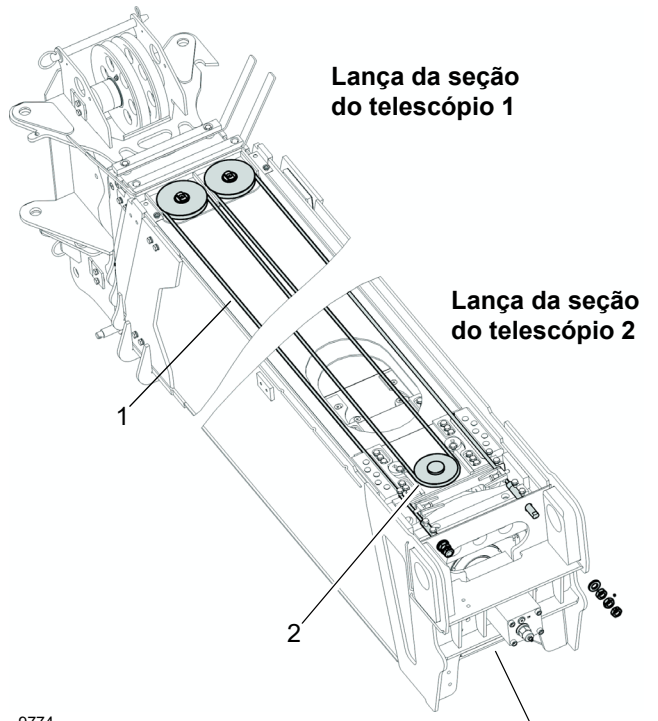

FIGURA 4-23
29. Estire o cabo de sincronização com diâmetro de 3/8 (1, Figura 4-23) para fora, junte as extremidades roscadas novamente para formar um laço e encontre o centro do comprimento do cabo. Deslize esse laço intermediário da parte frontal para a traseira através da fenda de fixação do cabo na parte superior da base da lança da seção do Telescópio 2. Deslize a polia retentora (2) para sua fenda, da parte traseira para a dianteira, para que a porção elevada da polia deslize na fenda da placa de fixação do cabo. Puxe esse laço do cabo para frente para travar o cabo de sincronização (1) na lança da seção do Telescópio 2. Coloque o conjunto da caixa de polias (42, Figura 4-12) na parte superior frontal da lança da seção do Telescópio 2 com sua barra superior voltada para cima e para a frente. Passe as duas extremidades roscadas do cabo em direção à traseira da lança para formar dois laços, esquerdo e direito, na frente da lança. Deslize os laços esquerdo e direito para os lados esquerdo e direito do conjunto da caixa de polias.
30. Instale rolamentos (44) nas polias (45), aplique graxa de chassi com pincel, instale os pinos com extremidades achatadas (43) nas polias com as graxeiras voltadas para a traseira da lança e deslize os pinos (com as polias) para dentro das fendas na frente do conjunto da caixa de polias. Puxe as extremidades roscadas dos cabos em direção à base da lança e passe sobre a base da lança.
11. Instale a placa de desgaste (47, Figura 4-12) na parte superior do conjunto de fixação dos cabos de extensão 2/3/4 (18) usando parafusos (48), em seguida, instale o conjunto de fixação dos cabos de extensão 2/3/4 nas fendas na base, na parte superior da lança da seção do Telescópio 1 enquanto guia os cabos de extensão 2/3/4 ao conjunto de fixação. Instale espaçadores (19), porcas (21), porcas sextavadas (20) e parafusos de trava (49) nas extremidades roscadas dos cabos de extensão 2/3/4. Trave o conjunto de fixação do cabo (18) no lugar com parafusos (17) pelas placas laterais superiores traseiras da lança da seção do Telescópio 1. Aperte as porcas (21), as porcas sextavadas (20) e os parafusos de trava (49) de acordo com "Retenção do cabo" na página 4-34. Assegure que os cabos de sincronização (1, Figura 4-23) estejam rosqueados na parte superior da fixação dos cabos de extensão 2/3/4 (18, Figura 4-12).